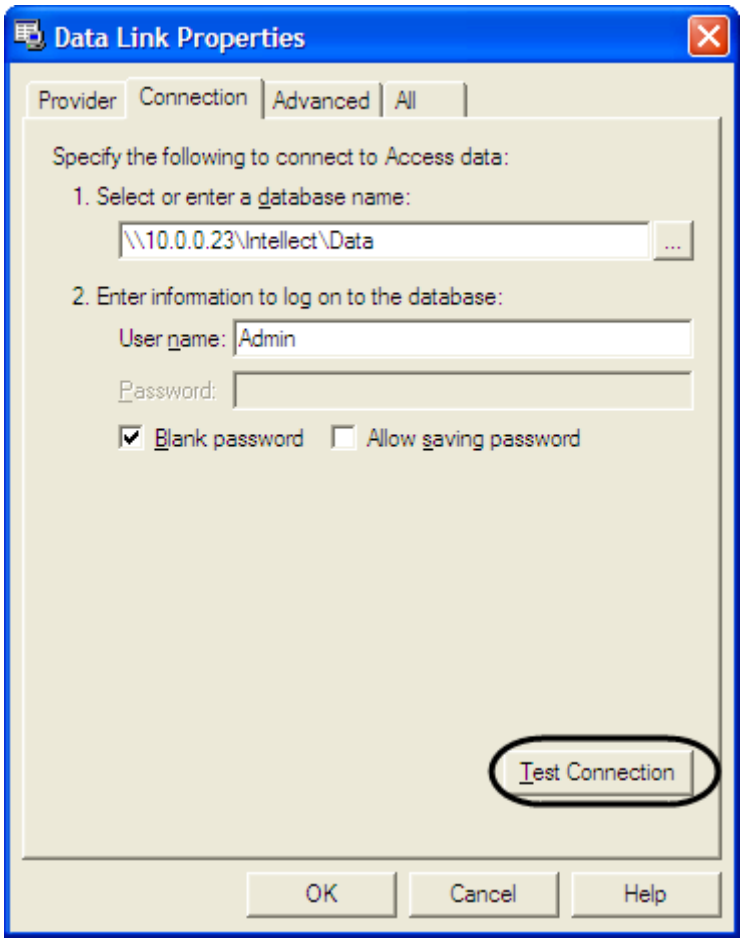

Figure 9.4-7. Testing the connection to the Access database
d. Test the connection to the database. To do this, click the Test Connection button (Figure 9.4-7).